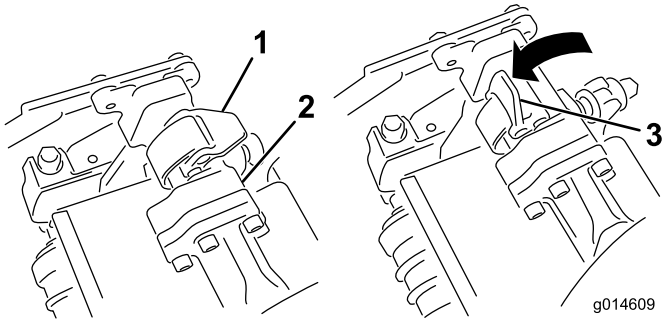
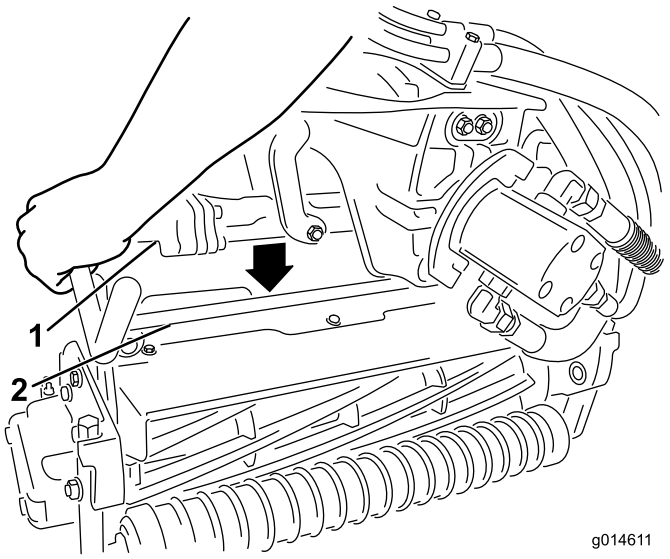

**Figuur 13**
**Figuur 14**
9. Zorg ervoor dat de vergrendelingen op de ophangarm omhoog wijzen (dus open staan) (Figuur 13), druk de ophangarm omlaag zodat de stang ervan over de stang aan de bovenkant van het maaidek valt (Figuur 14).
10. Sluit de vergrendelingen rond de stang van het maaidek en vergrendel ze (Figuur 13).